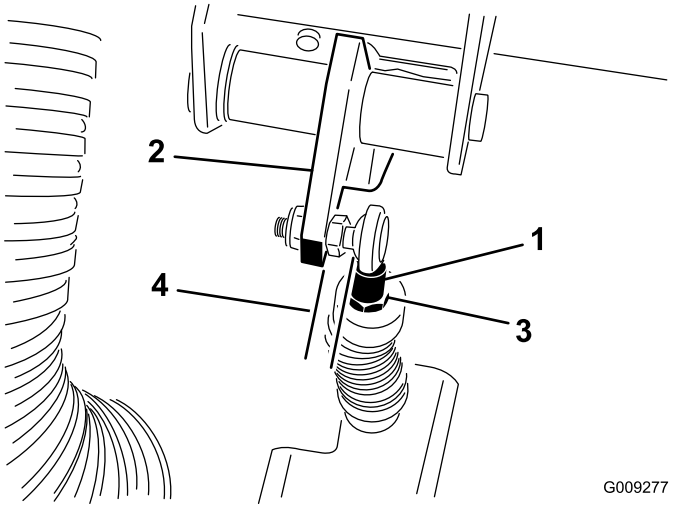

**Figur 67**
**Vigtigt: Sørg for, at stangen er placeret lige ind på kuglen og ikke er drejet, samt at den stadig sidder parallelt med koblingspedalen, efter at kontramøtrikken er spændt (Figur 67).**